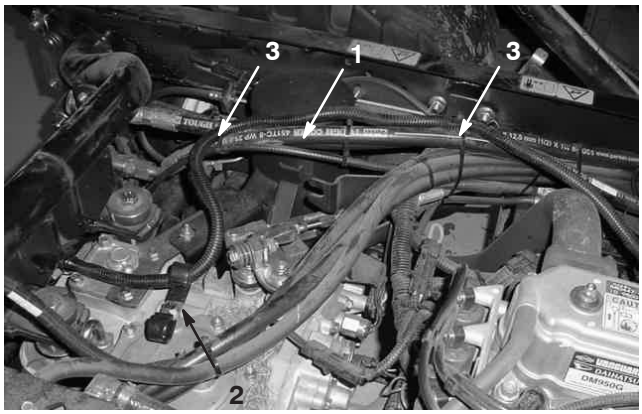

Figura 5
3. Fije el arnés al vehículo de remolcado con sujetacables en los puntos señalados en la figura 5.
5. Pase el arnés por la abrazadera en J izquierda según muestra la figura 5.